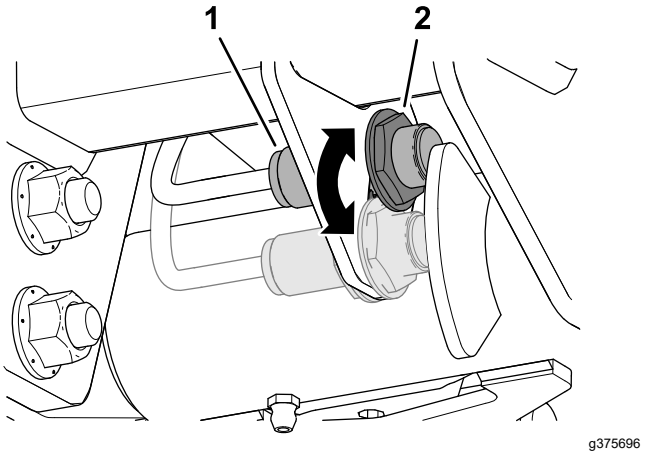

Figur 54
3. Løsn kontramøtrikken, der fastgør løftearmskontakten til kontaktpladen (Figur 54).